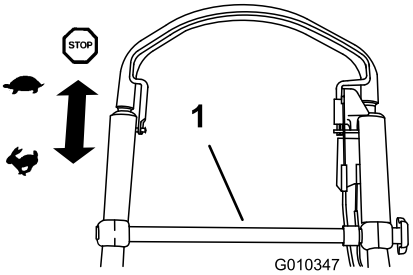

Figur 22
När du ska köra med drivning går du helt enkelt rakt fram med händerna på det övre handtaget och armbågarna längs sidorna. Gräsklipparen håller automatiskt samma tempo som du (Figur 22).
**Obs:** Om gräsklipparen inte rullar bakåt av sig själv, när du backar efter drivning, knuffar du den framåt ca 2,5–5 cm utan att aktivera drivningsfunktionen (Figur 22) och drar gräsklipparen bakåt.